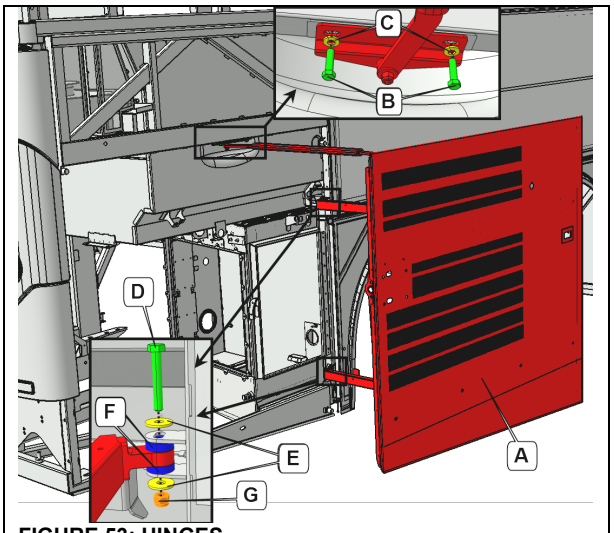

FIGURE 53: HINGES
2. Make sure bolts A are tight (**FIGURE 53**).